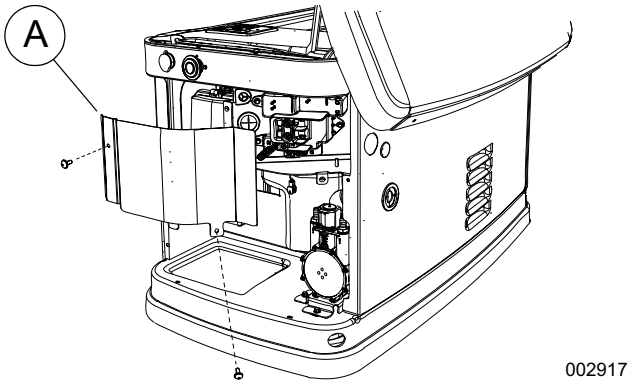
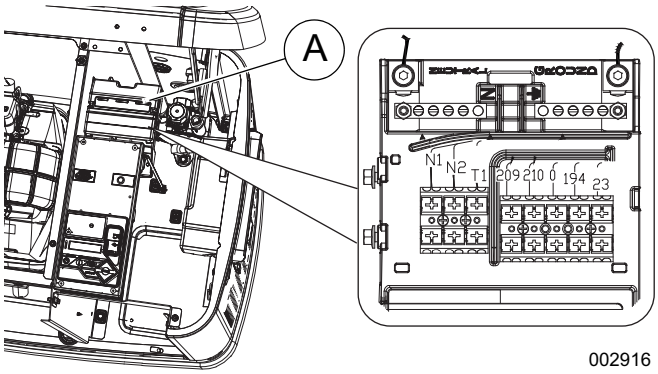

Figure 1. Removing Customer Connection Panel Cover (2016-Present Units)
Figure 2. Removing Customer Connection Panel Cover (2013–2015 Units)
7. See ***Figure 1 or Figure 2.*** Remove the customer connection panel cover (A).